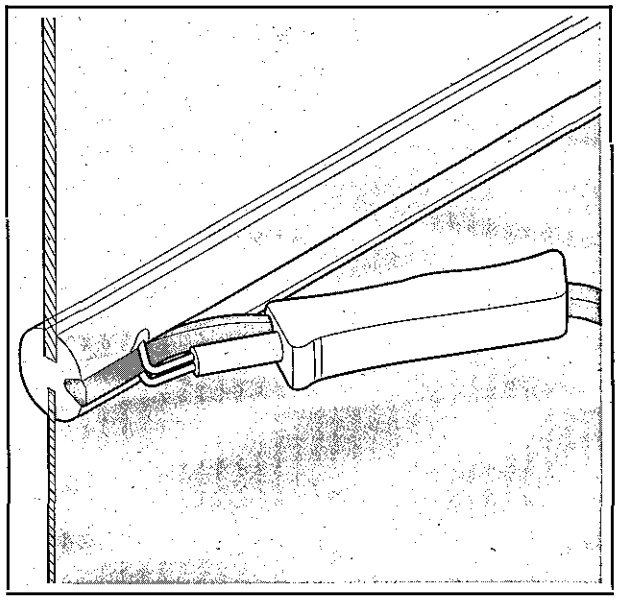

Bild 79
- Öse des Einziehwerkzeugs mit dem Füllerprofil am unteren Fensterrand in die Füllernut einsetzen. Anfang des Füllers in der Füllernut festhalten und Einziehwerkzeug durch die Füllernut ziehen (Bild 79).